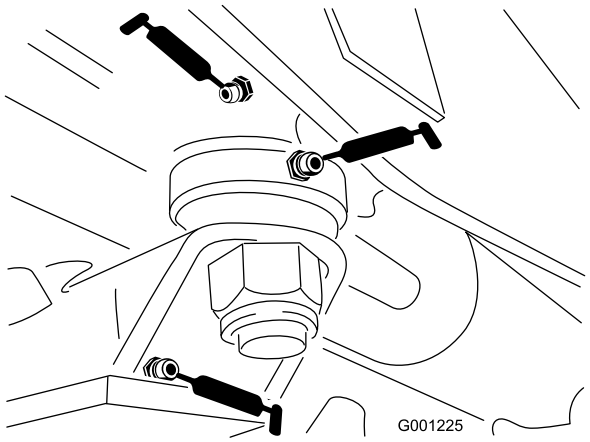

Figur 44
- Styreplatehylser (Figur 44)
- Akselpinnehylse (Figur 44)